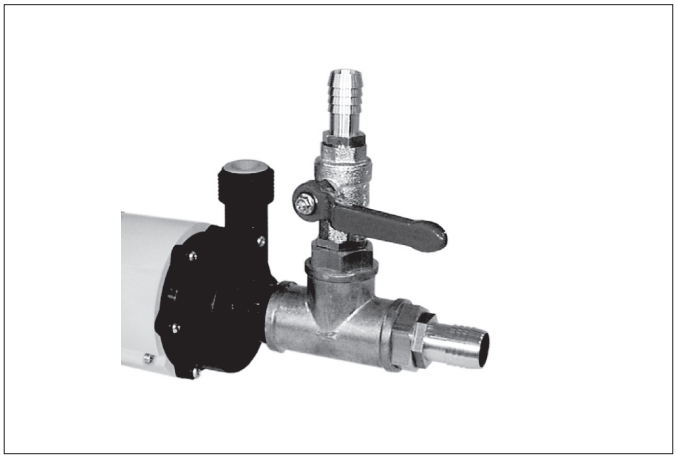

Afb.22 Vulaansluiting
▶ Breng een vulaansluiting op de ingangs-/aanzuigzijde van de koudwaterpomp aan. Zie Afb.22.